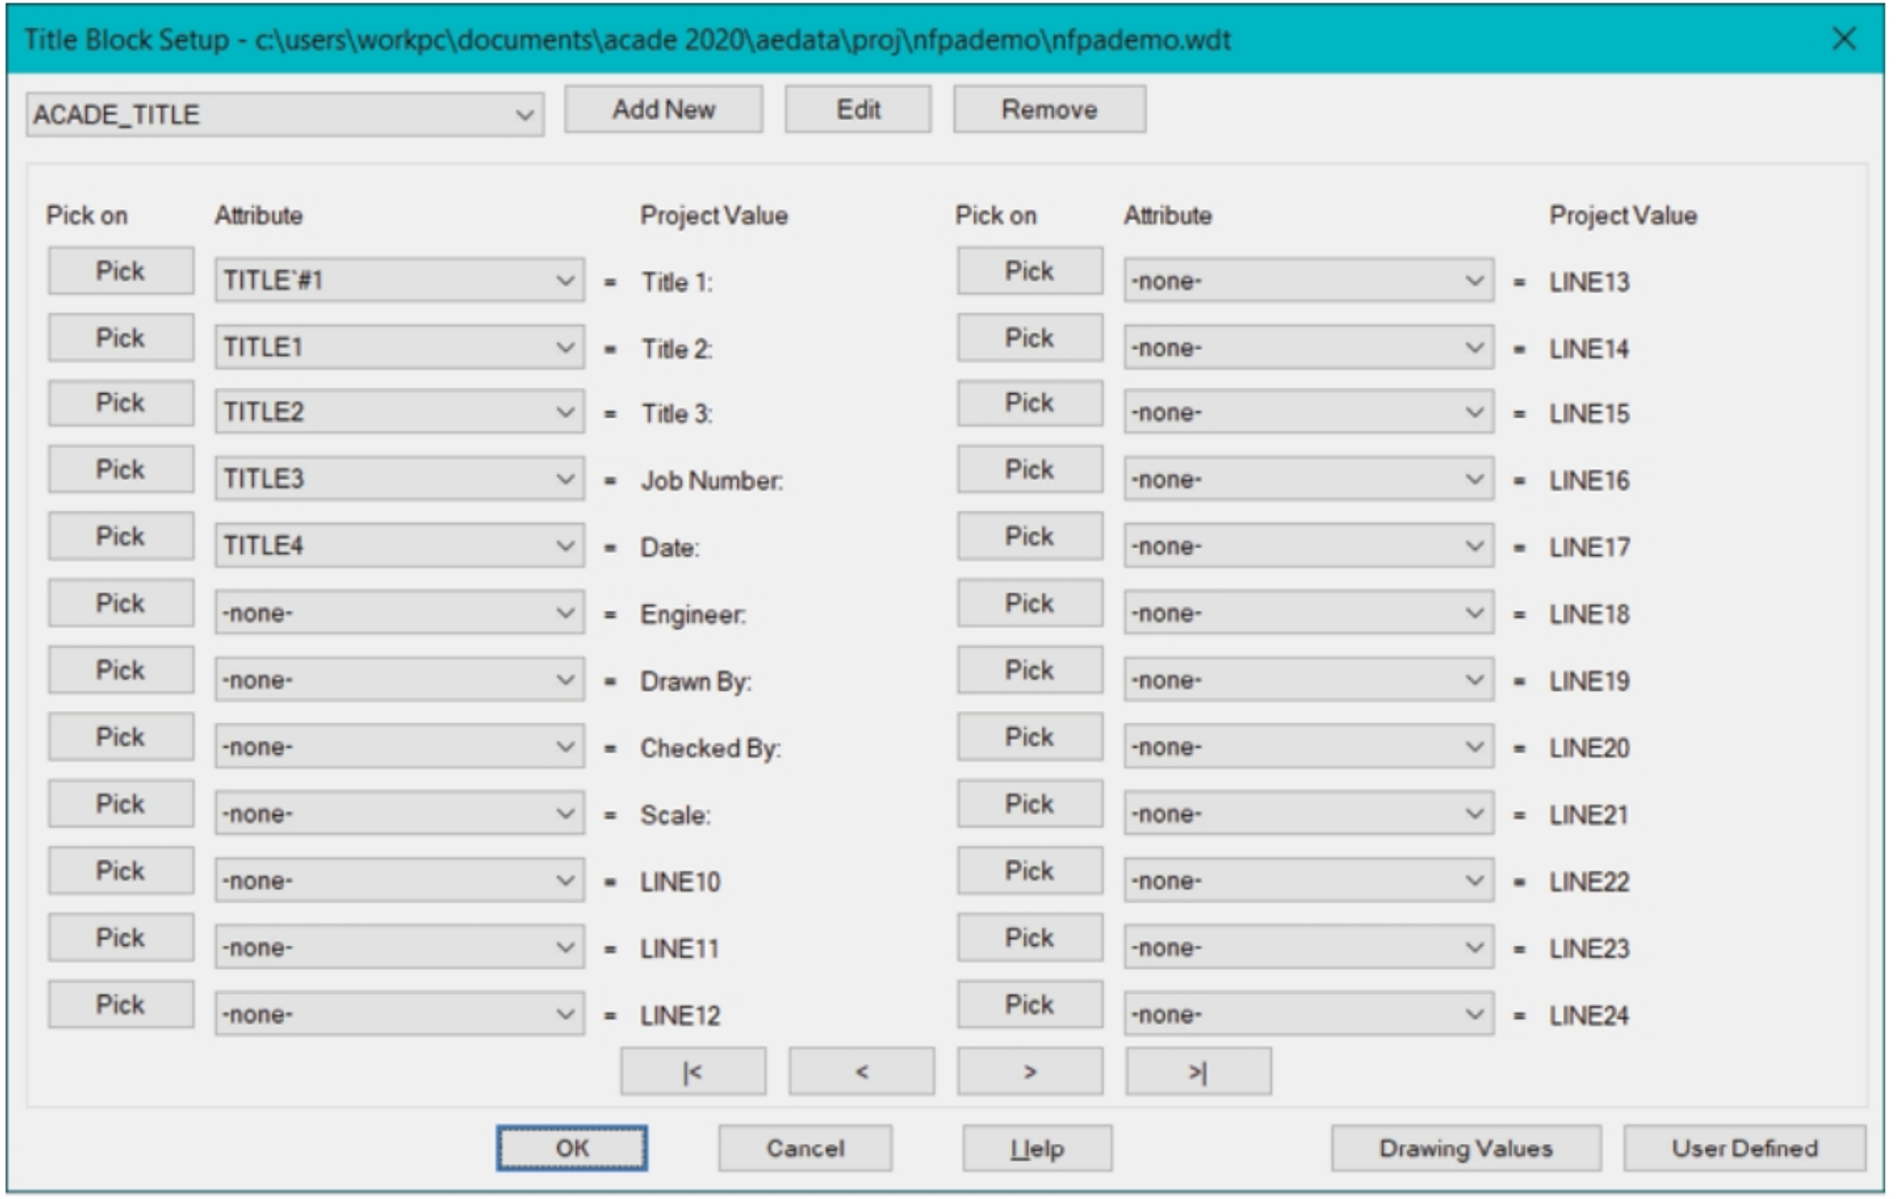

Figure-80. Title Block Setup dialog box
- Click on the **Edit** button from the dialog box to define mapping the attributes. The **Title Block Setup** dialog box will be displayed with default mapping; refer to Figure-80.